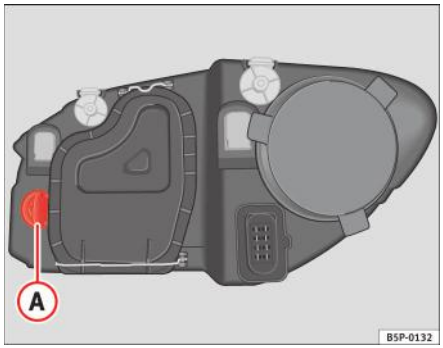

Fig. 183 Lămpi de semnalizare a schimbării direcției
– Rotiți soclul lămpii ⇒ fig. 183 (A) în sens antiorar şi trageți-l în afară.